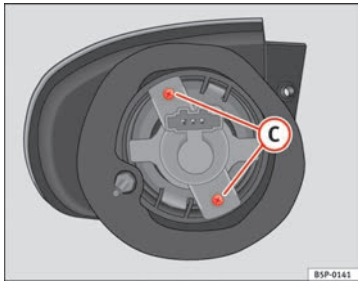

Fig. 192 Turn signal
– Unscrew the bolts ⇒ fig. 192 (C) from the bulb holder and pull on this.
– Unscrew the bolts ⇒ fig. 192 Ⓒ from the bulb holder and pull on this.